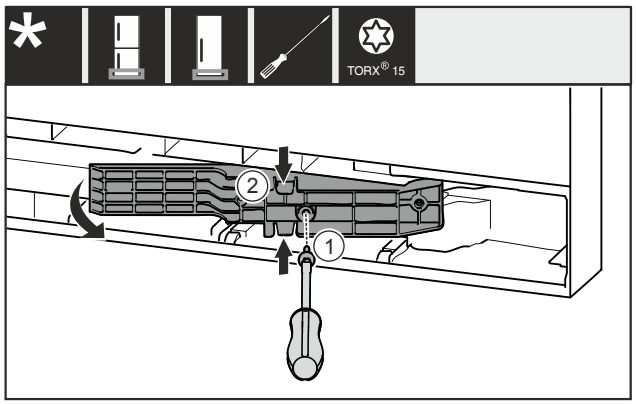

*Fig. 22 **
- ▶ Îndepărtați șurubul *Fig. 22 (1)*.*
- ▶ Comprimați ușor partea de sus și de jos și extrageți adaptorul *Fig. 22 (2)*.*